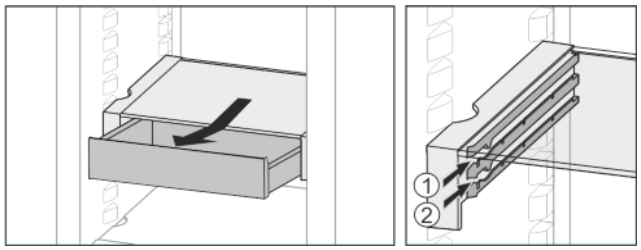

Fig. 23
▶ Slide in at any height *Fig. 23 (1)* or *Fig. 23 (2)*.